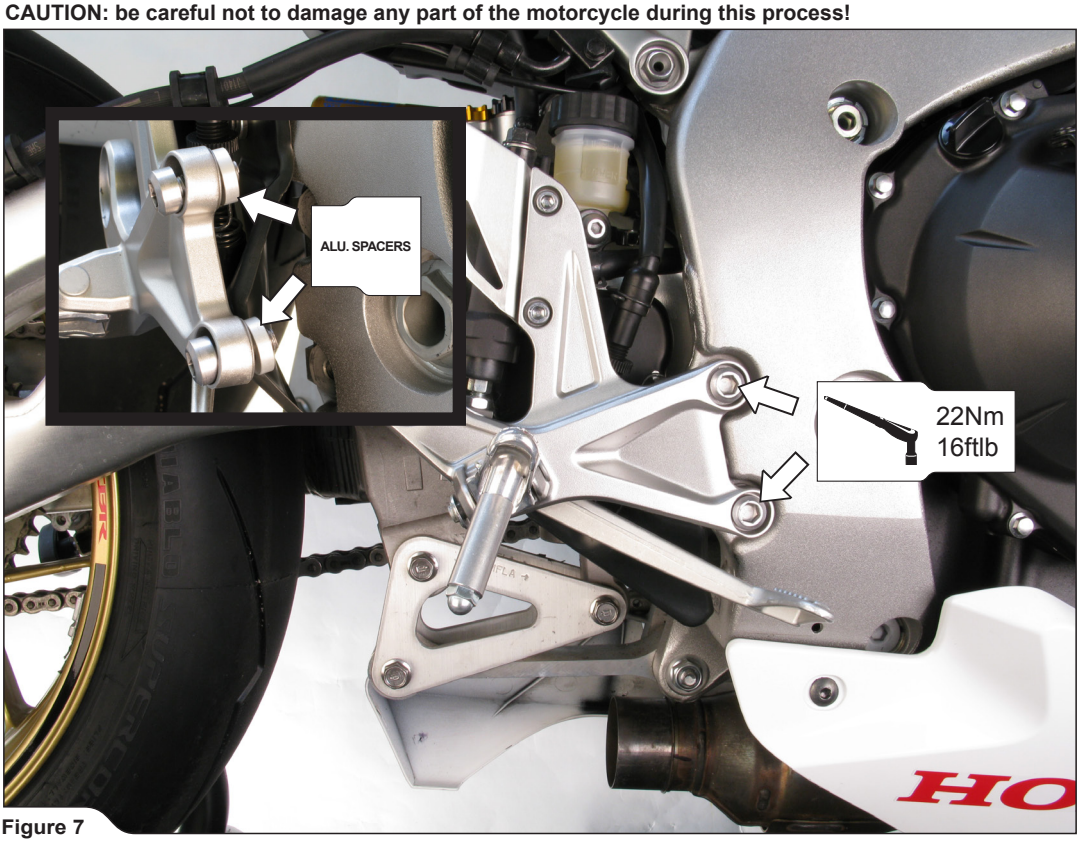

Figure 7
1. Put the 5 mm aluminium spacers from Akrapovič installation kit under the footrest and reattach the footrest with the stock bolts **(Figure 7).**